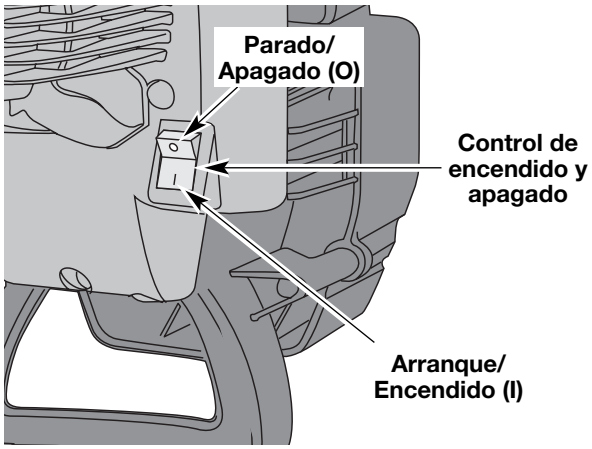

Fig. 6
NOTA: No hay necesidad de encender la unidad. El Control de Parada Encendido/Apagado (On/Off) está en la posición Encendido (ON) (I), en todo momento (Fig. 6).